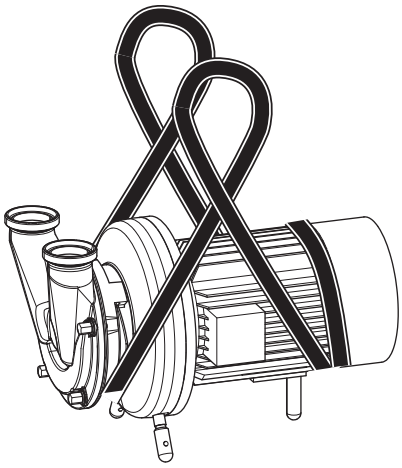

Fig. 15 Transport met kraan
1. Lus tweemaal rond het achterste uiteinde van de motor leggen. Niet over de ventilatorkap leggen (zie *Fig. 15 „Transport met kraan", pagina 9*).